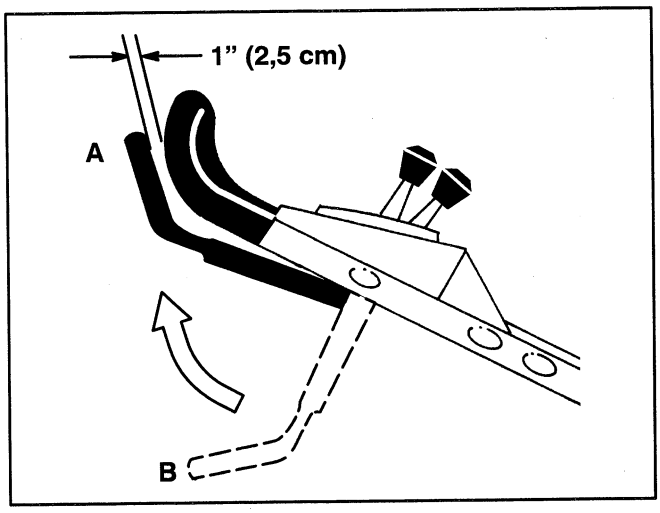

Figure 15
8. Lift control bar to the normal "blade engaged" position (about one inch below the handle) (Position A, Fig. 15). The "fan" noise indicates that the mower blade is turning.
9. Release the control bar (Position B, Fig. 15). A "bang" should be heard. The blade should stop running in three seconds.